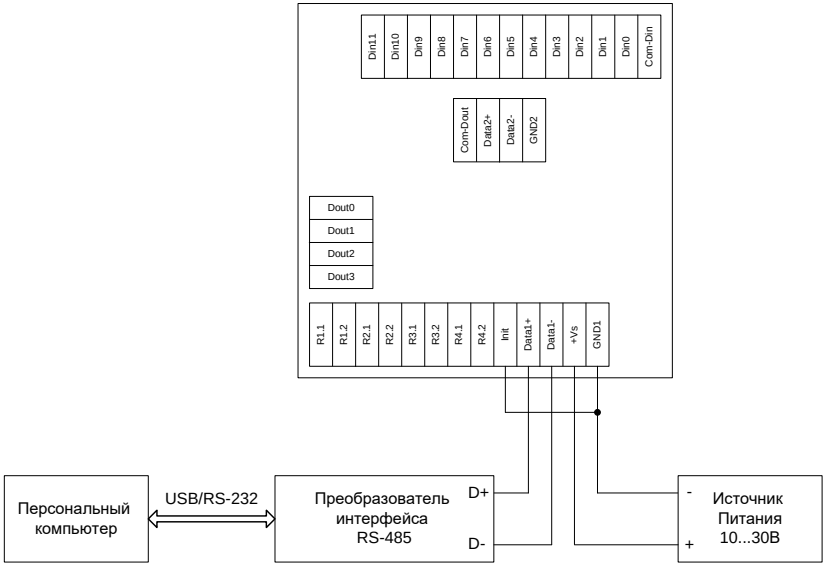
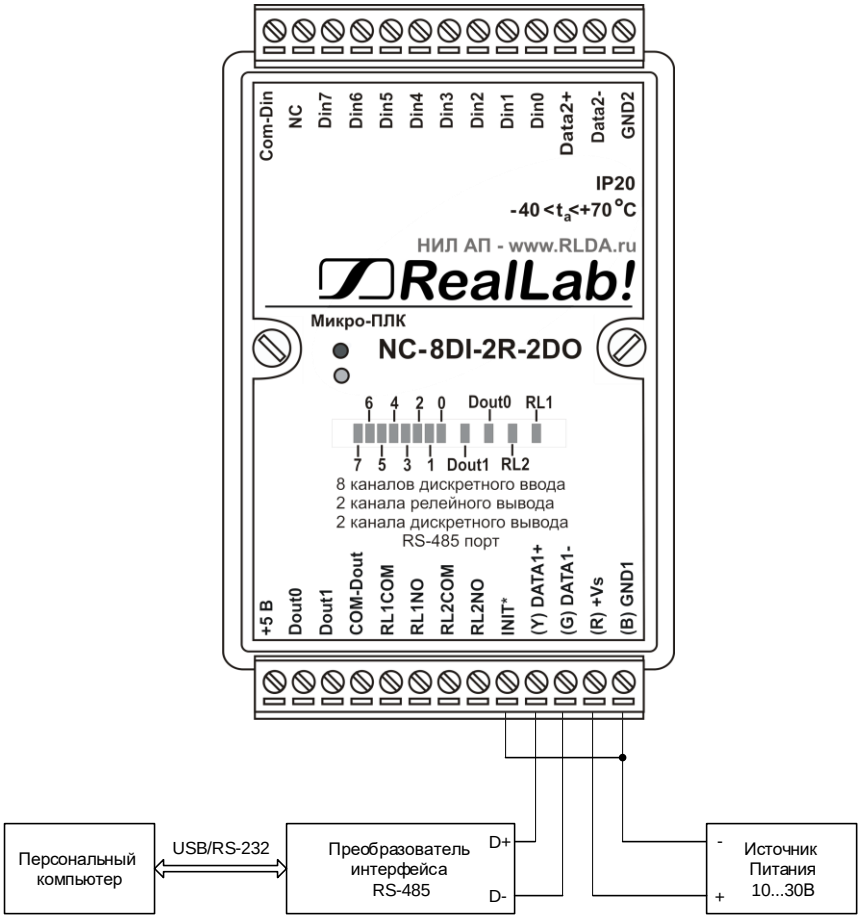

Рис. 1.1. Схема подключения ПЛК серии MC для программирования с помощью встроенного загрузчика
Рис. 1.2. Схема подключения ПЛК серии NC для программирования с помощью встроенного загрузчика
Для загрузки ПО в память контроллера с помощью встроенного загрузчика и утилиты AVRProg необходимо подключить его согласно схеме на рис. 1.1 для ПЛК серии MC или рис. 1.2 для ПЛК серии NC.
- схему подключения (см. рис. 1.1-рис. 1.2). При правильном подключении светодиод на лицевой панели контроллера должен быть включен;
Для того, чтобы проверить работоспособность программы, необходимо выключить питание контроллера, отключить вывод «Init» от «GND1» (см. рис. 1.1) и повторно включить питание.